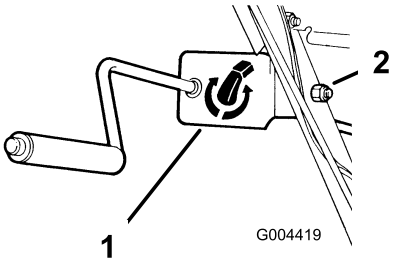

Figure 10
1. Assemble the chute control bracket and rod to the left side of the handle with the bolt and the locknut as shown in Figure 10.
5. Tighten the locknut that secures the chute control bracket (Figure 10).